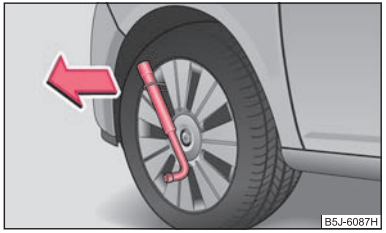

Fig. 152 Desmontar el tapacubos integral
- Introducir la llave de rueda a través del estribo, apoyar la llave de rueda en el neumático y retirar el tapacubos ⇒ fig. 152.